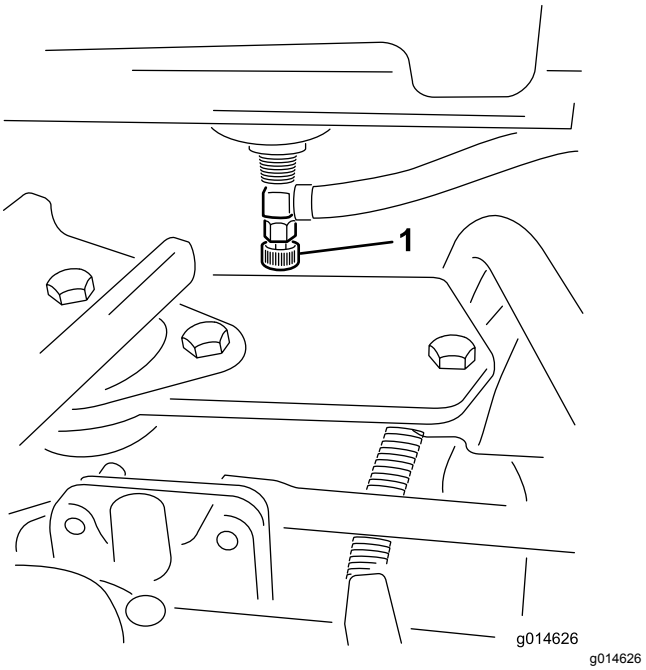

Figur 31
1. Luk brændstofafbryderventilen (Figur 31) under brændstoftanken.